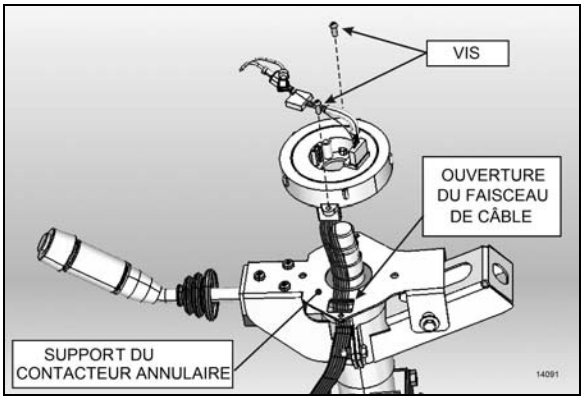

FIGURE 14 : POSE DU CONTACTEUR ANNULAIRE
2. Enlever les 2 vis de montage du contacteur annulaire. Enlever le contacteur. Vous devrez débrancher le connecteur de faisceau de câbles de contacteur annulaire placé dans le bas, le long de la colonne de direction (Figure 14). Au besoin, enlever les capots de colonne de direction.
3. Acheminer le faisceau de câbles du nouveau contacteur annulaire à travers l'ouverture du support (Figure 14). Brancher le connecteur à la base de la colonne de direction et fixer le faisceau de câbles le long de la colonne de direction.